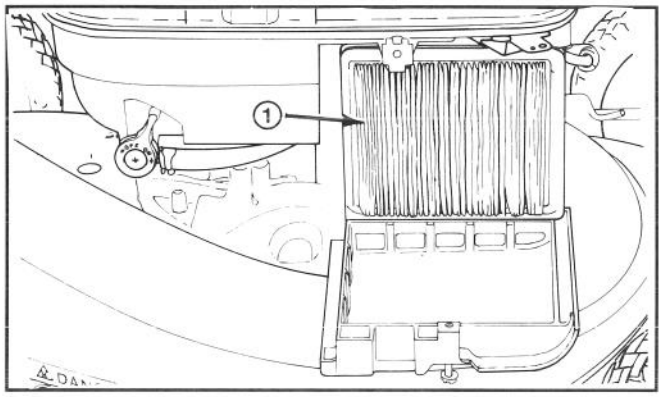

**Abbildung 16**
**3.** Den Papiereinsatz herausnehmen und wegwerfen (Abb. 16).